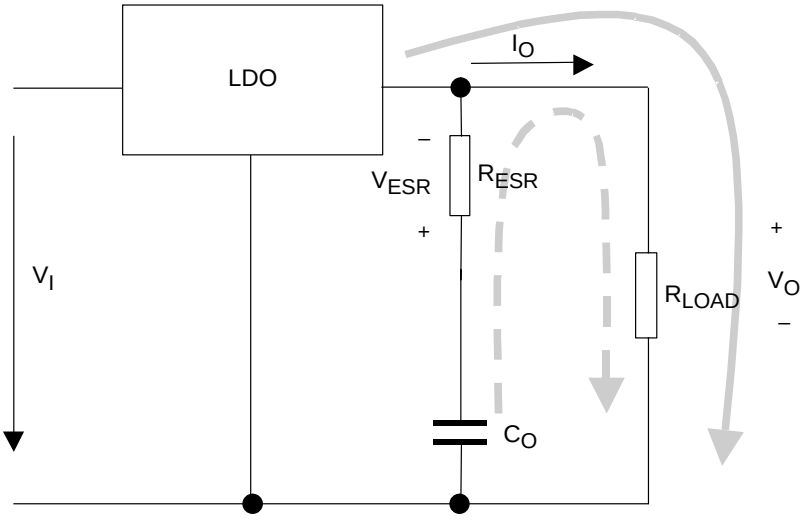

Figure 38. LDO Output Stage With Parasitic Resistances ESR
Figure 38 shows the output capacitor and its parasitic impedances in a typical LDO output stage.
- The LDO is not able to supply the sudden current need due to its response time. Therefore, capacitor C_O provides the current for the new load condition (dashed arrow). C_O now acts like a battery with an internal resistance, ESR. Depending on the current demand at the output, a voltage drop will occur at R_{ESR}. This voltage is shown as V_{ESR} in Figure 38.